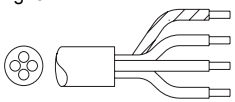

fig. 4
- (fig. 4) Bij 3~ 230V (4 aderige kabel).